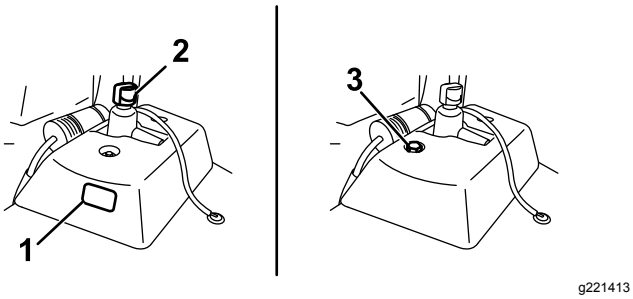

**Figur 54**
- Om den extra hydraultanken har ett inspektionsfönster kontrollerar du oljenivån där (Figur 54) och går vidare till steg 5.
- Om den extra hydraultanken inte har något inspektionsfönster lokaliserar du oljestickan ovanpå maskinen (Figur 54) och går vidare till steg 3.